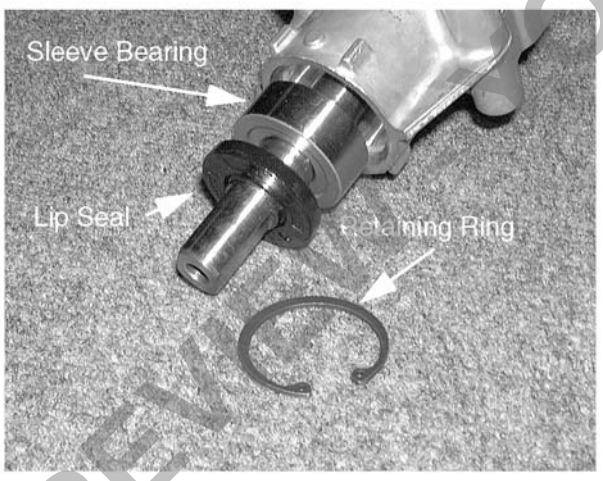

Figure 6-61.
23. Inspect the outer seal for damage or wear. See Figure 6-61.